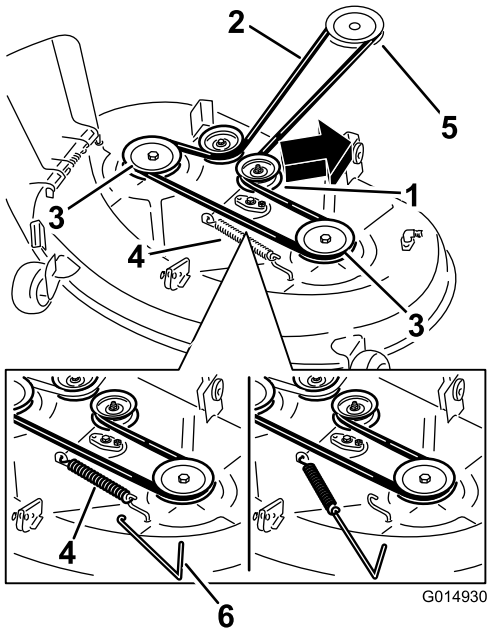

Figur 60
4. Brug et fjederværktøj (Toro, delnr. 92-5771), fjern styrefjederen fra skjoldets krog for at fjerne spændingen fra styreremskiven, og rul remmen af remskiverne (Figur 60).
5. Før den nye rem rundt om motorremskiven og plæneklipperremskiverne (Figur 60).
6. Brug et fjederværktøj (Toro, delnr. 92-5771) til at montere styrefjederen over skjoldets krog for at tilspænde styreremskiven og plæneklipperremmen ((Figur 60).